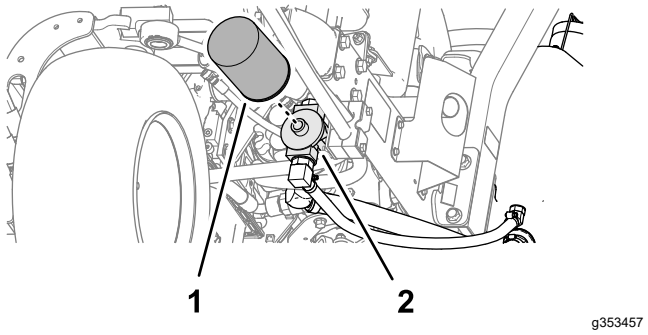

**Figur 88**
2. Rengör runt området där filtret ska monteras. Placera ett avtappningskärl under filtret (Figur 88) och avlägsna filtret.